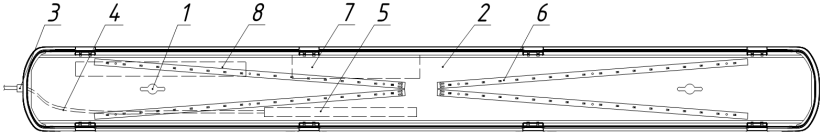

Рисунок 2 — Конструкция светильника Geniled ЛСП.
3.3. Светильник Geniled ЛСП состоит из основных частей (см. рисунок 2):
5.5. Снимите стальную пластину. Для этого переведите поворотные держатели 1 в необходимое положение (Рисунок 2, п.1).
5.7. Проведите кабель питания через герметичный уплотнитель (Рисунок 2, п.3) внутрь корпуса и подключите к клеммной колодке светильника: